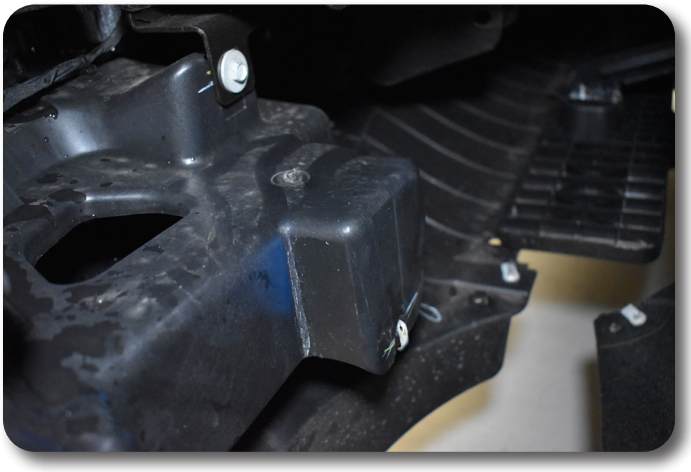

Figure 33
1. Remove inner liner fasteners to expose the front side of the fender well. Remove the liner fastener clip and retain. Figure 33